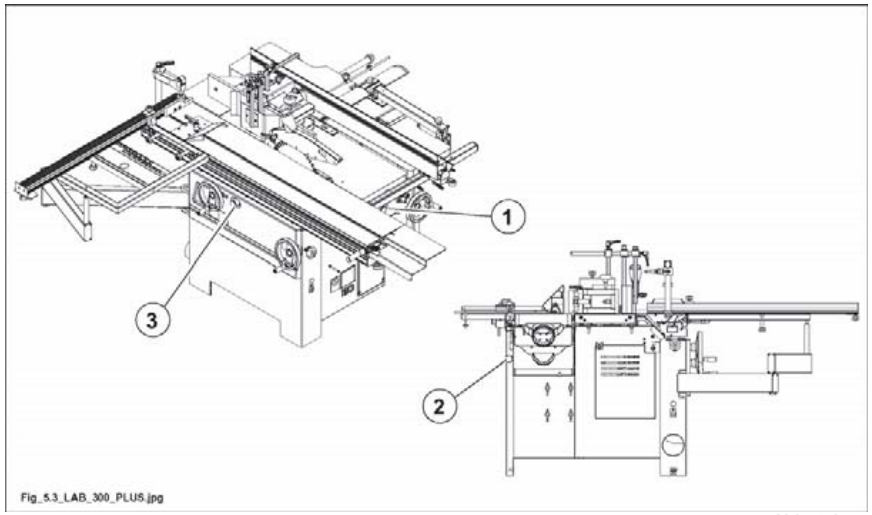

Abb. 5.3
- an der Steuertafel (1 Abb. 5.3).
- Seite abrichthobeln (2 Abb. 5.3).
- Maschinenfront Fräserseite (3 Abb. 5.3).